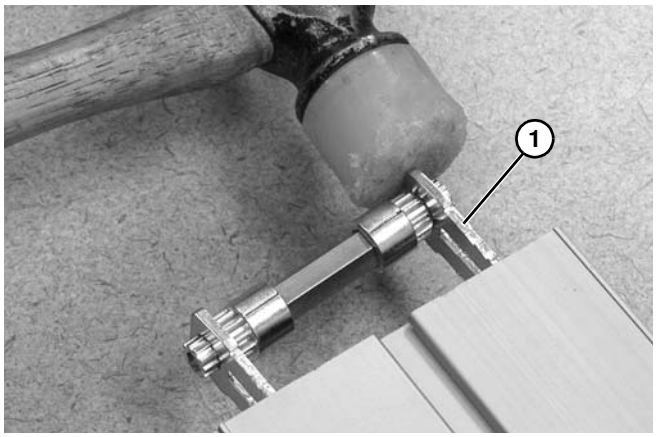
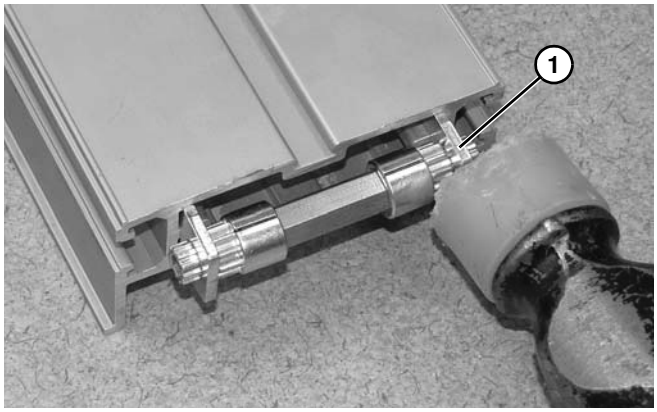

Abbildung 93
Abbildung 94
8. Mit einem Hammer alternierend auf Halteplatten **(Abbildung 93, Teil 1)** und **(Abbildung 94, Teil 1)** schlagen, bis sie vollständig auf dem Förderbandrahmen eingebaut ist.